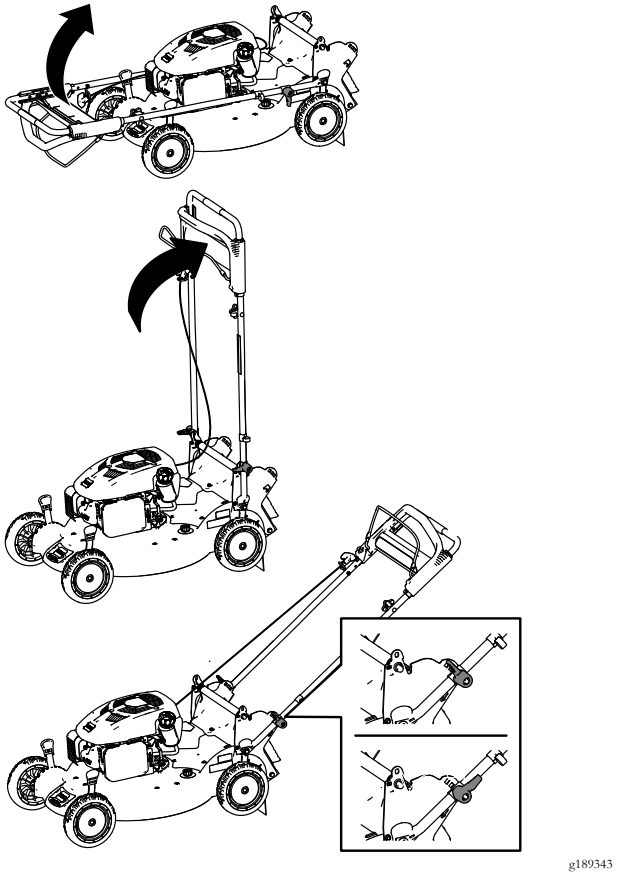

Figure 5
3. Rabattez le guidon en arrière (Figure 5).